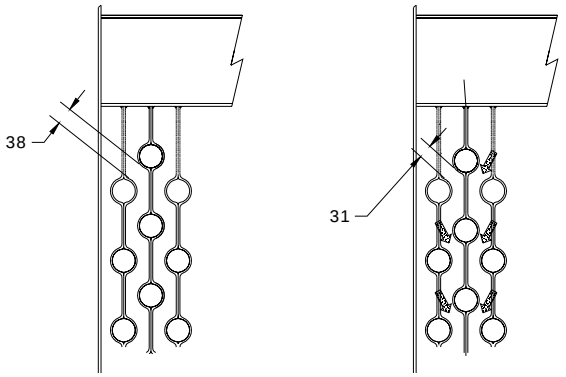

FIG 7: STAGGERED PITCH WITH WELDED SUPPORTS - EFFECT OF PITCH TO VELOCITY
- Staggered pitch with narrow clearance makes the tube erode faster than the inline tube arrangement. See figure 7.